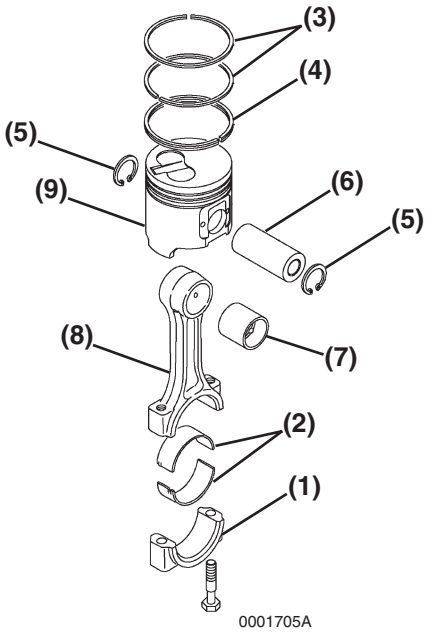

Figure 6-53
11. Remove the bearing inserts **(Figure 6-53, (2))**.
12. Remove the compression rings **(Figure 6-53, (3))** from the piston using a piston ring expander.
13. Remove the oil ring **(Figure 6-53, (4))** from the piston using a piston ring expander.
14. Remove the circlips **(Figure 6-53, (5))** from the wrist pin.
15. Remove the wrist pin **(Figure 6-53, (6))** and connecting rod **(Figure 6-53, (8))** from the piston **(Figure 6-53, (9))**.